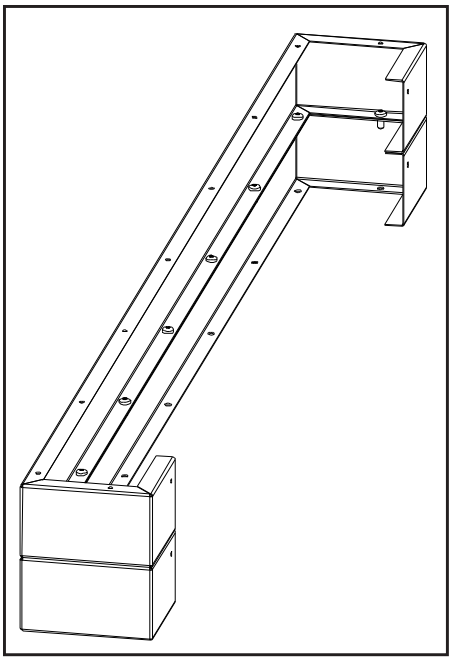

Figure 29: Combining 2 Base Shelf Riser.
2. When using more than one riser each level must be attached using nine (9) #8 T-20 screws provided (see Figure 29).